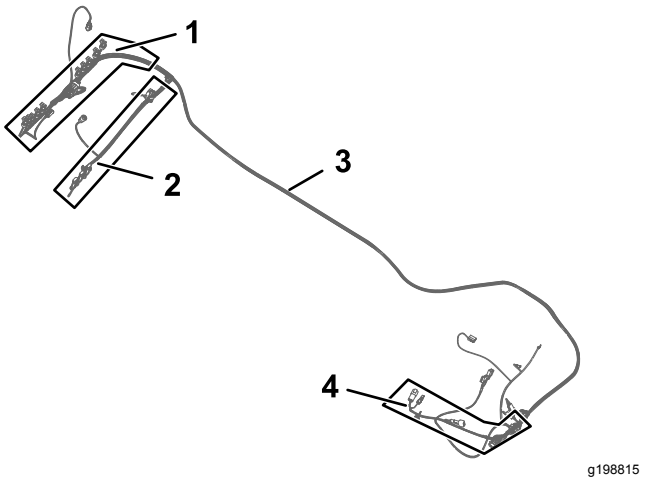

Rysunek 76
1. Zlokalizuj odgałęzienie 84 cm, odgałęzienie 60 cm oraz odgałęzienie 66 cm wiązki przewodów z zestawu (Rysunek 76 oraz Rysunek 77).